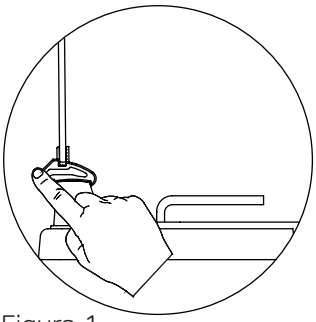

Figura 1
1. Conforme mostrado na figura 1, a porta de vidro pode ser fechada premindo com um dedo o fecho localizado na mola de plástico.